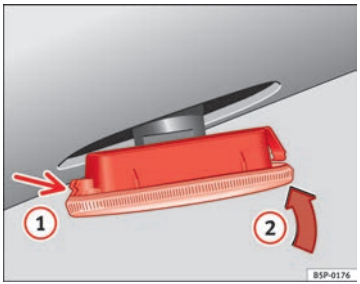

Abb. 205 Seitlicher Blinker
– Setzen Sie den Blinker zuerst in der Aufnahme der Karosserie ein, wobei die Halterungen richtig einrasten müssen ⇒Abb. 205, Pfeil (1).
– Die Lampe in Pfeilrichtung (2) ⇒Abb. 205 einsetzen. ■